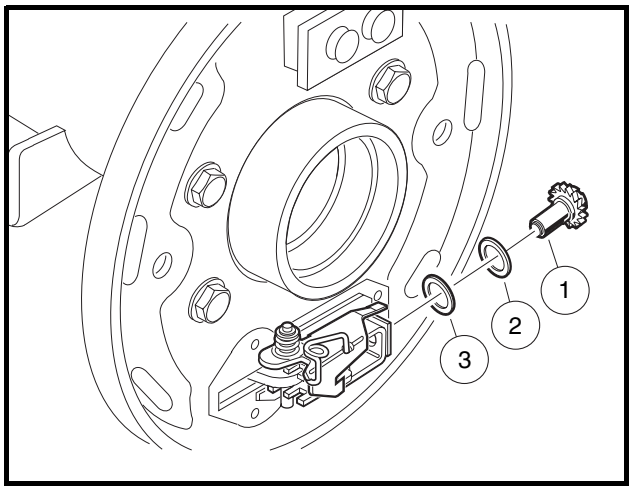

Figure 6-6 Remove Adjuster Wheel
8. **Self-adjusting brake vehicles only:** Remove the adjuster wheel (1) with two washers (2 and 3) from the backing plate **(Figure 6-6, Page 6-3).**